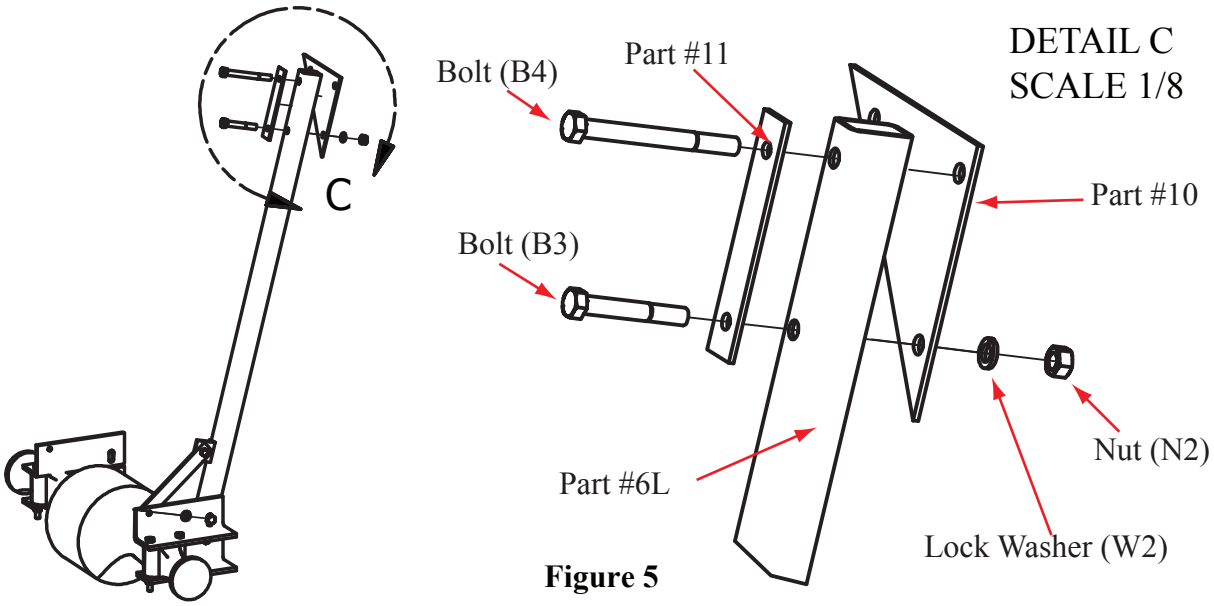

Figure 5
Step 9. Install corner plate (#10) by aligning the bottom and corner holes of the corner plate with the top two holes on the left vertical tube (#6L). Insert bolt (B3) through the top vertical tube backing backing plate (#11), then through the lower hole in the vertical tube (#6L) and the bottom hole of the corner plate. Place lock washer (W2) and nut (N2) onto bolt (B3) and secure a snug fit. (Figure 5)
Step 10. Insert bolt (B4) through the top hole of the top vertical tube backing plate (#11), the top holes of the vertical tube (#6L), and the corner hole of the corner plate. (Figure 5)